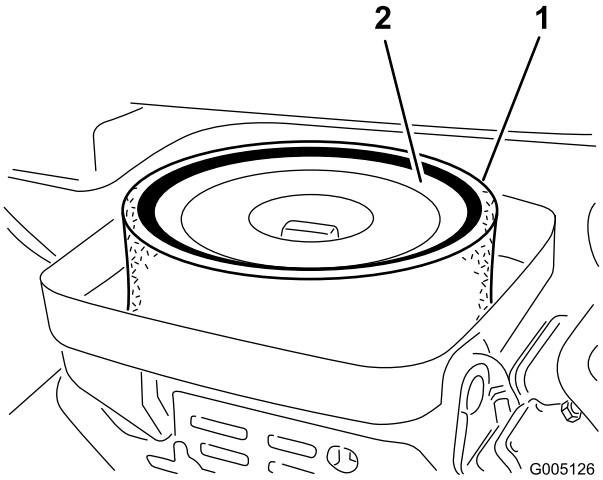

**Figur 41**
3. Ta bort vingmuttern som fäster delarna vid luftrenarhuset (Figur 41).
4. Ta bort skumgummidelen från pappersinsatsen om den är smutsig (Figur 41). Rengör den ordentligt på följande sätt: